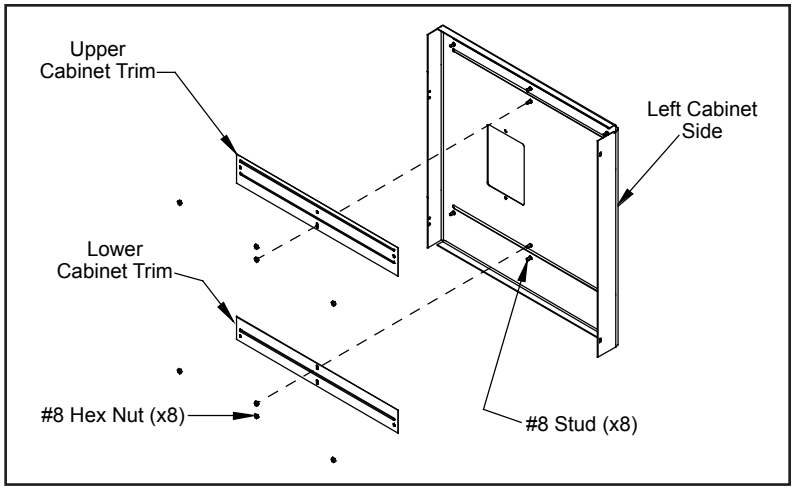

Figure 45: Right cab side with upper and lower cabinet trims.
Place the new trim pieces on their corresponding studs and finger tighten the #8 hex nuts (four (4) for each piece of trim). Refer to Figure 45.